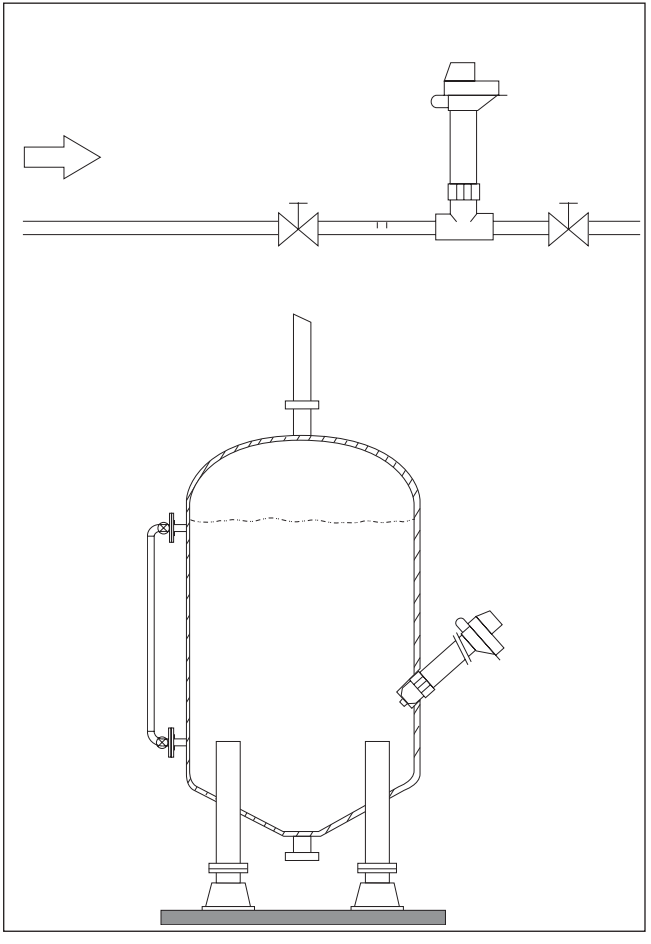

Figure 22. Mounting examples
The EXA compact direct insertion system is ideal for installation directly in a flow line or tank (see fig. 22). With a choice of adapters the system can be used in a variety of applications. The standard $1^1/_4$"BSP female connection can be mounted into the stainless steel weld-in sockets. These sockets are either welded from a vertical or angled position into the wall of the tank or into a pipe (see fig. 22). The minimal angle for mounting is 15º from the horizontal level. For mounting into a tapered stud we provide a polypropylene $1^1/_4$" BSPT male or a stainless steel 1"NPT male adapter. Further accessories include T-pieces in polypropene (1" BSPP) or stainless steel ("NPT) for easy fitting into a piping system. These wide bore systems have the advantage of keeping the electrode clean through the high flow velocity. The disadvantage is that for inspection or calibration the flow has to be stopped.
- The Direct Insertion Probe is ideal for installation directly in a flow line or tank. Preferably the Direct Insertion Probe should be mounted between 2 isolation valves in a position as indicated in fig. 22 Mounted in this way maintenance is easy and in flow conditions the tip of the electrode will always stay wetted